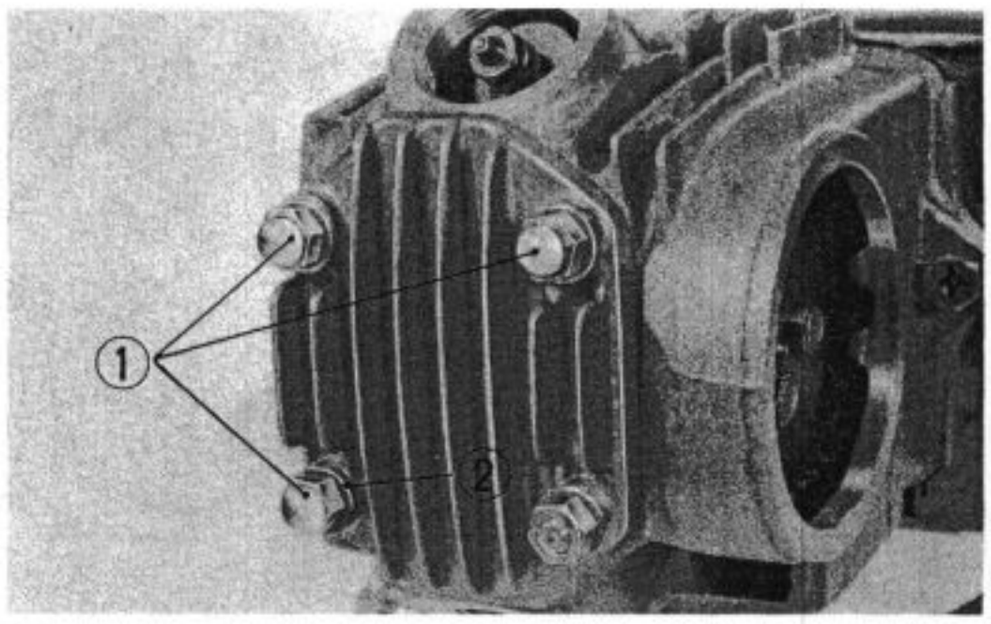

Fig. 3-19
a. Tighten the head cover tightening nuts in a criss-cross pattern to prevent exhaust gas and oil leak. As shown in Fig. 3-19, install the washers and nuts.